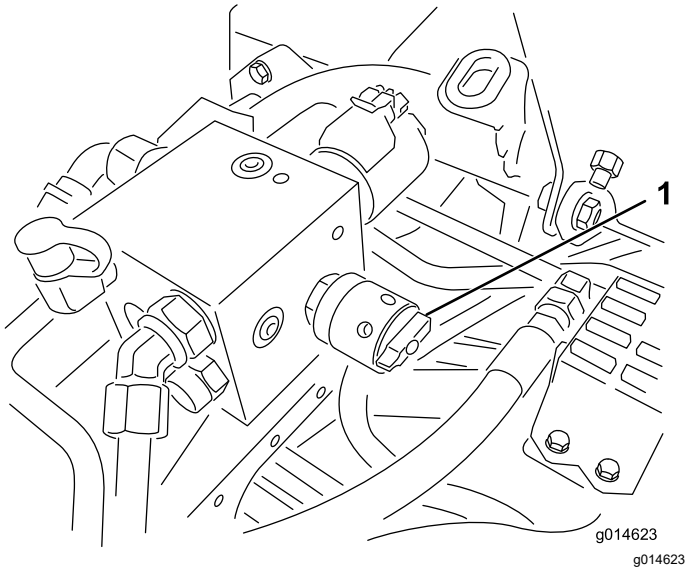

Figur 54
6. Vrid cylinderhastighetsreglaget till inställningen 1 (Figur 54).
4. Justera cylinderhastigheten genom att vrida ratten (Figur 54) tills indikatorpilarna är i linje med det värde du ställde in i steg 3.